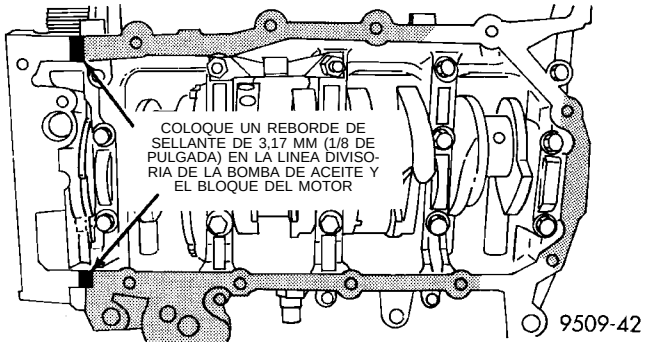

Fig. 55 Sellado del colector de aceite
(1) Aplique sellante adhesivo de goma siliconada Mopar o equivalente en la línea divisoria entre la bomba de aceite y el bloque del motor (Fig. 55).
(2) Instale la nueva junta del colector de aceite en el colector inferior.
(3) Instale el colector inferior y apriete los tornillos con una torsión de 12 N·m (105 lbs. pulg.).
(4) Instale el filtro de aceite y adaptador.
(5) Instale la tapa de inspección de la transmisión.
(6) Instale el soporte delantero del motor y ménsula.
(7) Instale el soporte curvo de la transmisión.